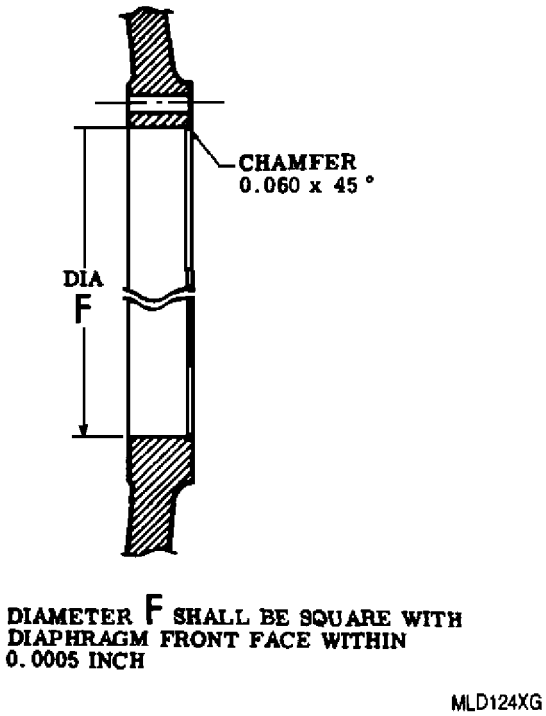

Figure 4. Carrier Rear Bearing Cage Bore Repair Limits
(2) Machine Diameter F (figure 4) to obtain the specified fit with the replacement bearing cage.